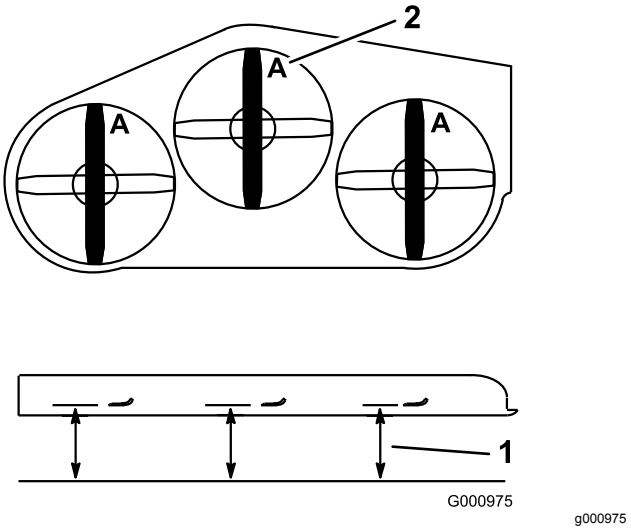

Figuur 56
2. Meet de afstand tussen een horizontaal oppervlak en de snijrand, positie **A**, van de messen (Figuur 56).